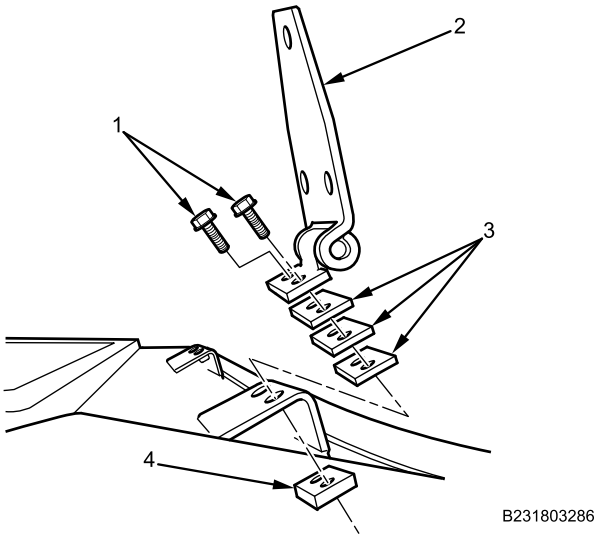
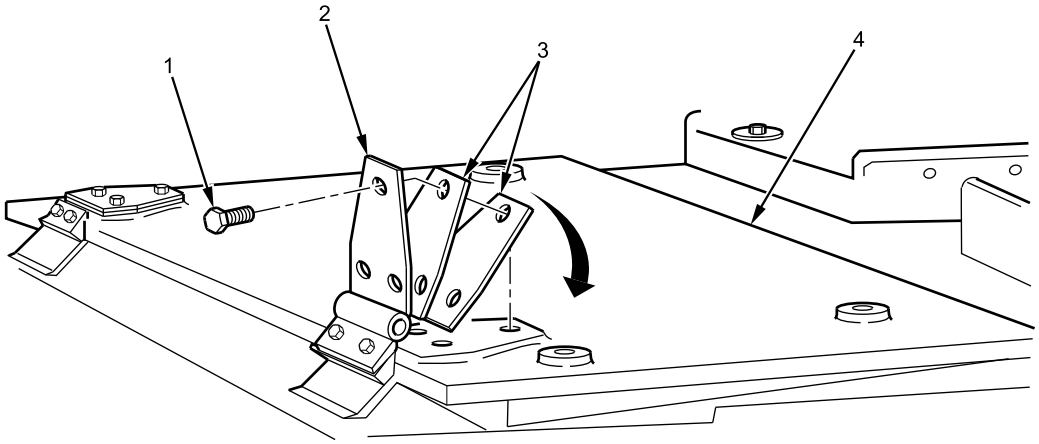

Figure 3. Emergency Hatch Hinges.
Figure 4. Emergency Hatch Installation on Vehicle.
1. Apply corrosion preventive compound on four bolts (Figure 3, Item 1).
2. Install spacers (Figure 3, Item 3), two hinges (Figure 3, Item 2), two nut plates (Figure 3, Item 4), and four bolts (Figure 3, Item 1). Do not tighten.
3. With maintainer assistance, secure emergency hatch (Figure 4, Item 4) in lifting sling.
4. With maintainer assistance, use lifting device to position emergency hatch (Figure 4, Item 4) in mounting location on roof.
5. Apply corrosion preventive compound to six bolts (Figure 4, Item 1).
6. Position spacers (Figure 4, Item 3) and hinges (Figure 4, Item 2) on emergency hatch (Figure 4, Item 4).
7. Install six bolts (Figure 4, Item 1). Do not tighten.
8. Remove sling from emergency hatch (Figure 4, Item 4).
9. Align emergency hatch (Figure 4, Item 4) for proper fit.
10. Tighten all hinge bolts (Figure 3, Item 1) and (Figure 4, Item 1).